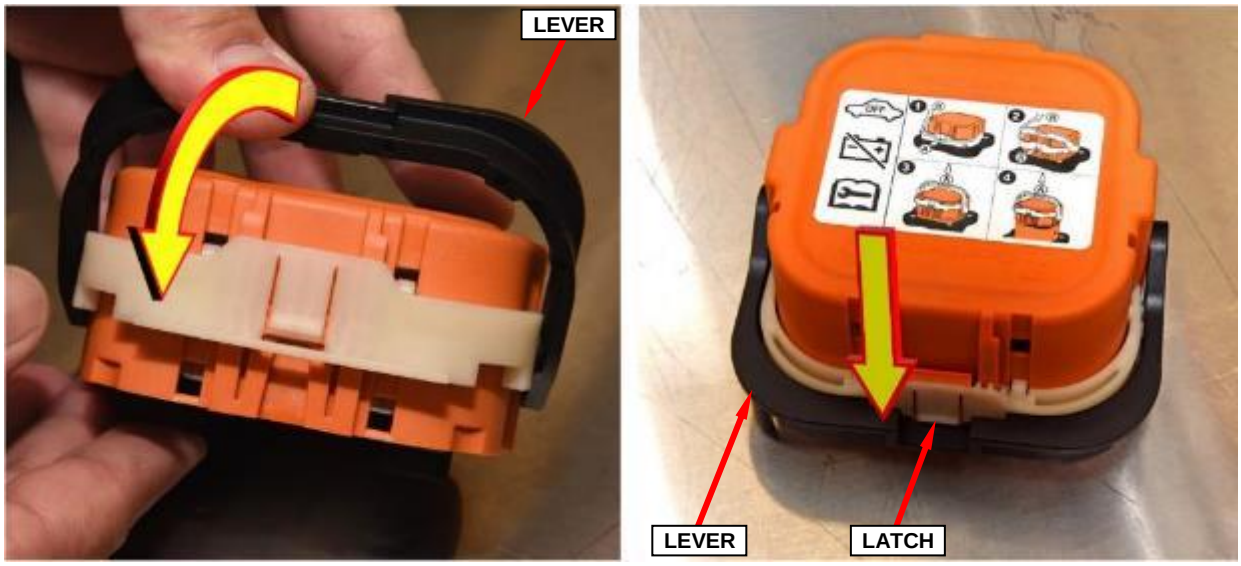

Figure 42 – High-Voltage Manual Service Disconnect Latch Engagement
34. Rotate the lever while maintaining a slight force on the high-voltage manual service disconnect. The lever will engage the receptacle and draw the high-voltage manual service disconnect down onto the receptacle as the lever is rotated (Figure 42).
35. Rotate the lever downward until it is fully engaged and locked by the lever release latch. An audible "click" will be heard as the lever latches into position (Figure 42).